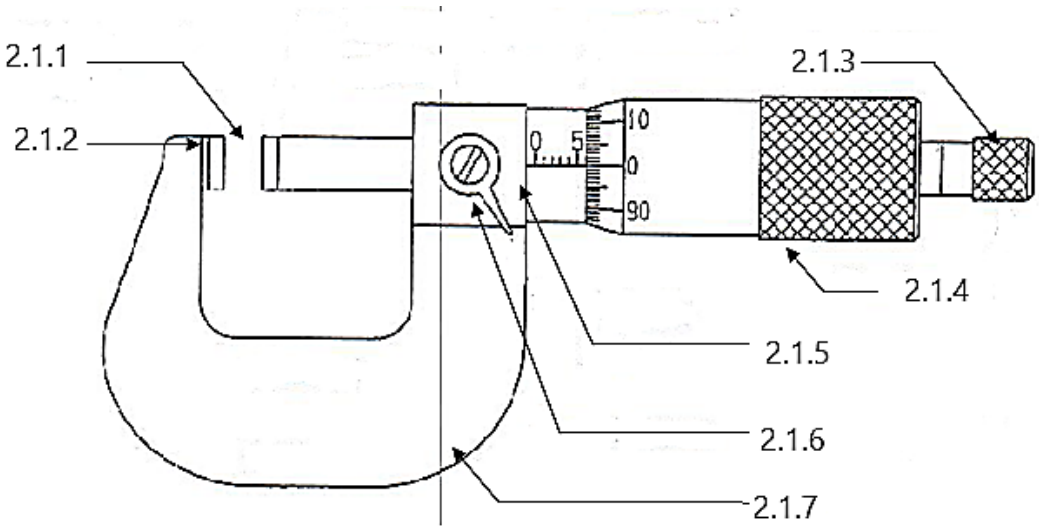

FIGURE 1 (7)
2.1 FIGURE 1 below shows a diagram of an outside micrometer.